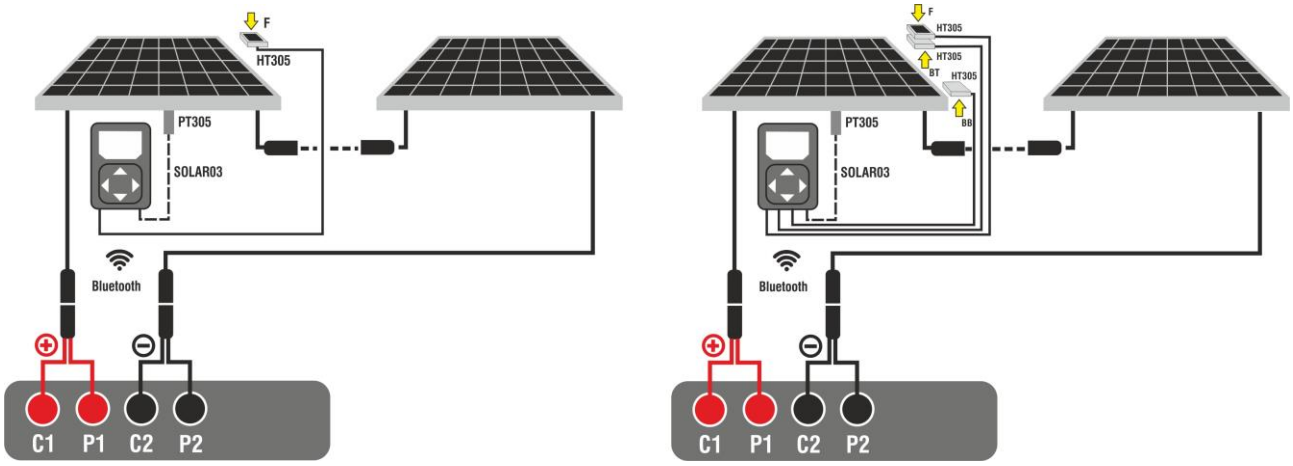

Fig. 52: Connection with remote unit SOLAR03 on Monofacial and Bifacial modules
3. Connect the instrument and the SOLAR03 remote unit to the module/string being tested as shown in Fig. 52. In detail:
- **In case of Bifacial modules→,** position the **three HT305 reference cells** on the front surface of module **(F)**, on the top back section (**B T**=**B**ack**T**op) and on the bottom back section (**BB**=**B**ack**B**ottom) of the module. Connect the front reference cell (F) to input "**INP1**", BT reference cell to input "**INP2**", BB reference cell to input "**INP3**" and **possibly** the temperature probe **PT305** to input "**INP4**" of the remote unit.
14. Bring the remote unit close to the modules and connect the irradiance/temperature probes as shown in Fig. 52. **As the recording has already been activated on the SOLAR03 remote control unit, it is no longer necessary to maintain the Bluetooth connection.** Maintaining the connection will only allow to immediately obtain the outcome of the test without waiting for the measuring campaign to be completed.